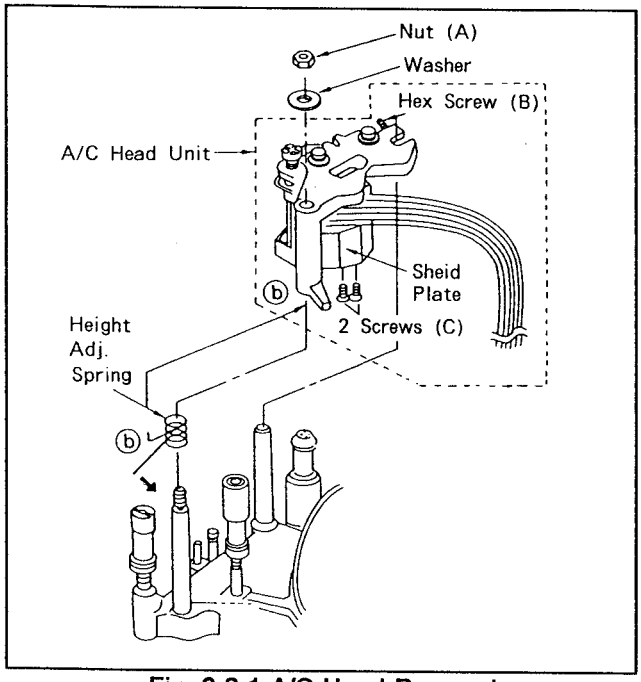

Fig. 6-8-1 A/C Head Removal
1. Remove the nut (A), loosen the hex-screw (B), hang off the height adjustment spring and then remove A/C Head assembly as shown in Figure 6-8-1.
2. Remove the shield plate by removing 2 screws (C) as shown in Figure 6-8-1 and disconnect the connectors P1, 3, 4, 5 which is on Cue Audio P.C.Board (S3).
5. Hang on the height adjustment spring and, tighten the nut (A) as shown in Figure 6-8-1 and 6-8-4.